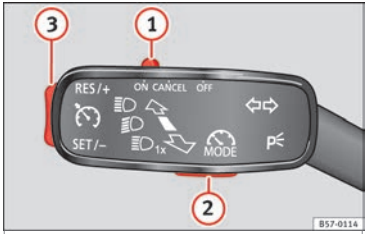

Fig. 189 A la izquierda de la columna de la dirección: mando y teclas para manejar el limitador de velocidad.
Si desea desactivar temporalmente el limitador de velocidad, p. ej., para adelantar, sitúe el mando ››› fig. 189 (1) de la palanca de los intermitentes en la posición **CANCEL** o sitúe la tercera palanca en el punto de presión **CANCEL** o pulse la tecla (2) de cualquier palanca.